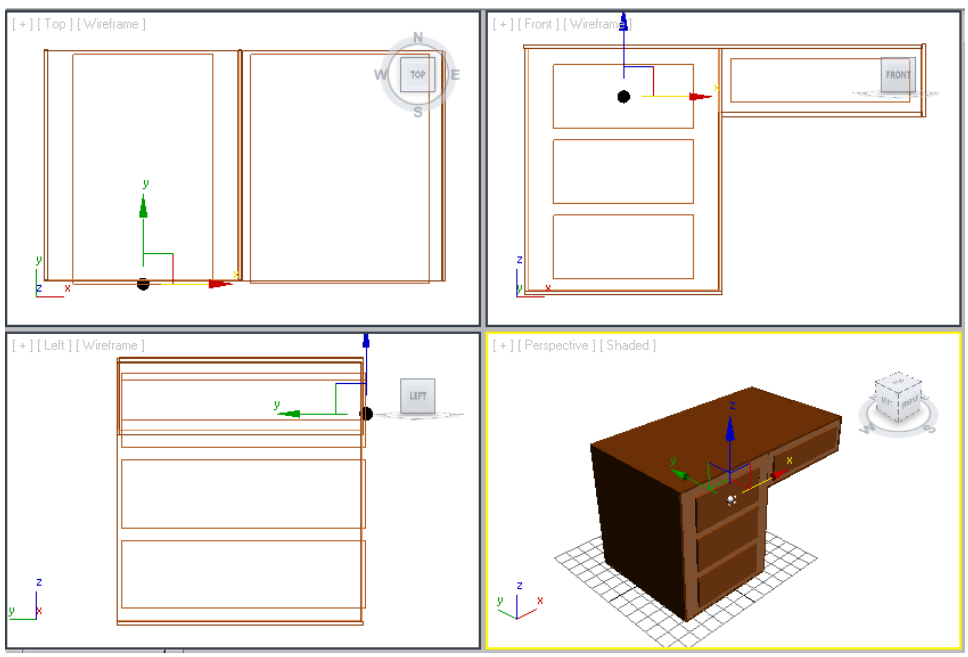

Figure 3-32 *Alignment of knob001 with drawer001*
4. Align *knob001* with *drawer001* in all viewports using the **Select and Move** tool, as shown in Figure 3-32.